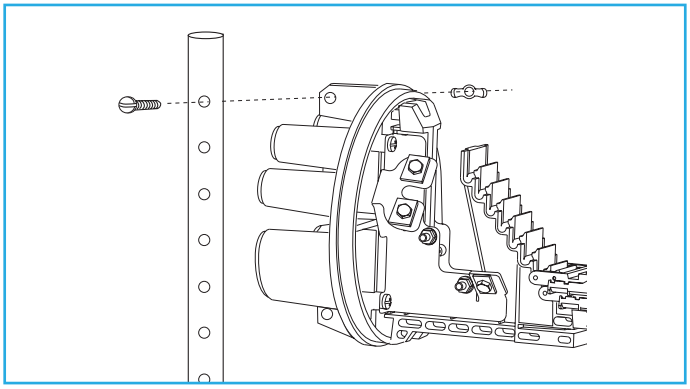

Figure 13.
8.5 Protect dome from dirt during installation. DO NOT SIT ON DOME! Attach the closure base to the FOSC closure work stand using a nut and bolt. (Figure 13)